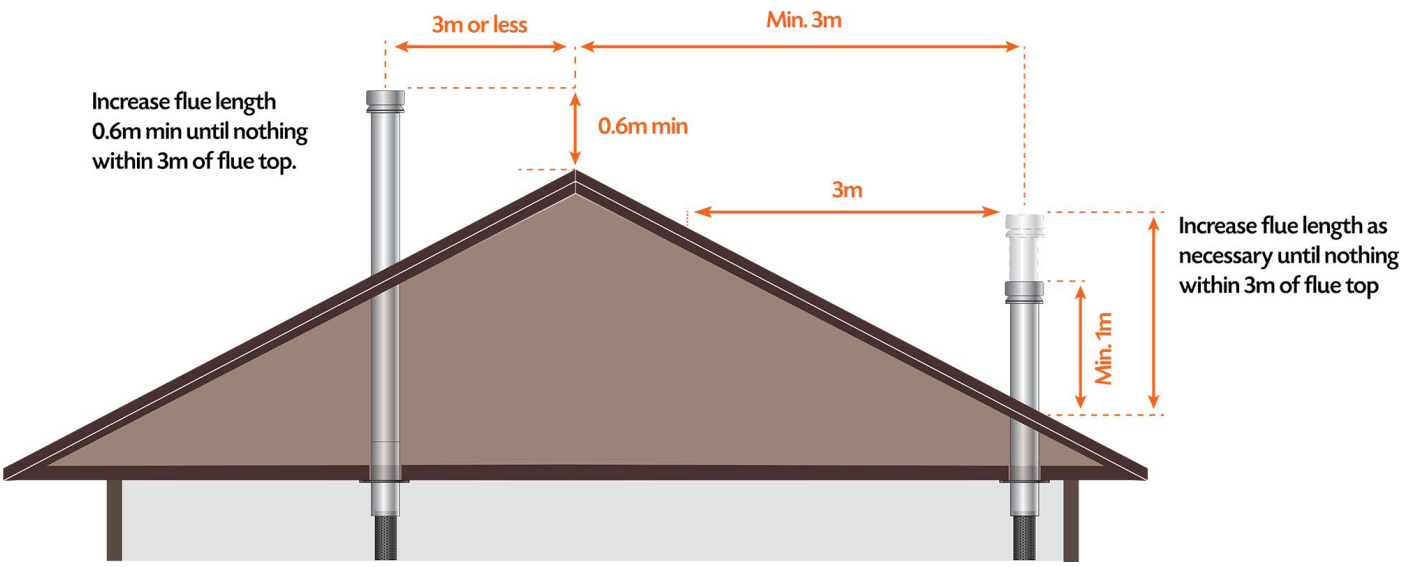

FIGURE 1
7.	Add the remaining casings to the required height. Australian/New Zealand Standards state that "the flue pipe shall extend not less than 4.6m above the top of the floor protector". If the flue pipe is within 3 metres of the ridge, the flue pipe must protrude at least 600mm above the ridge of the roof. If the distance from the ridge is more than 3 metres, the flue pipe must protrude at least 1000mm above roof penetration. Additional lengths of casing and flue may be required to achieve this. The flue pipe must be more than 6 metres from any nearby structure. Other clearances may be applicable, it is up to the installer to ensure compliance with all regulations. **See Figure 1 and 2 on P9.**